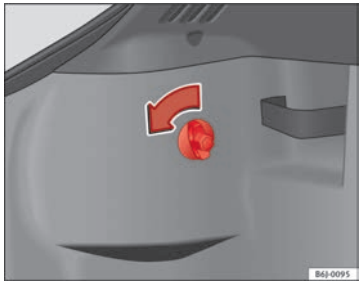

Fig. 166 Access to tail lights
– Turn the bolt in the direction of the arrow, by hand or with a screwdriver ⇒ Fig. 166.
– Remove the connector from housing (A) ⇒ Fig. 166.